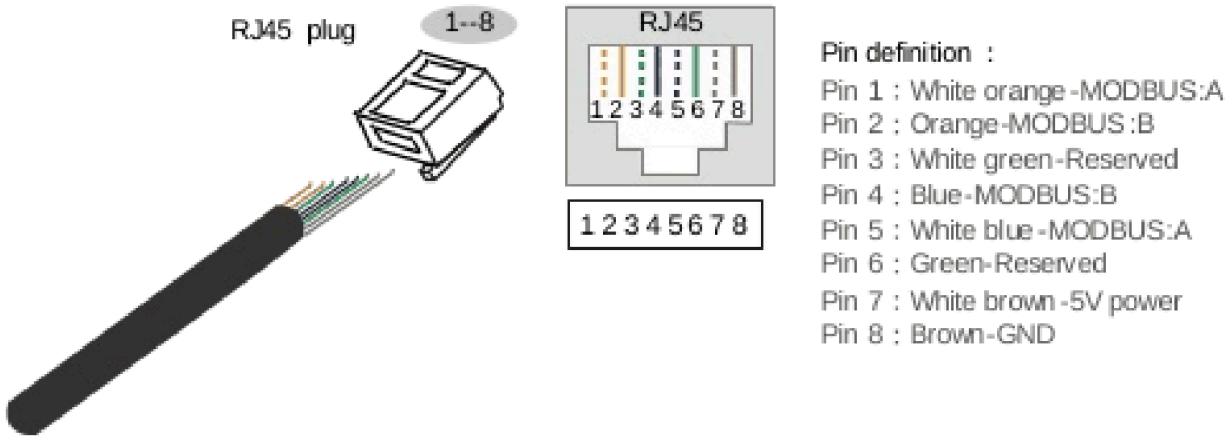

FIGURE 2-13 Pin definition of the MODBUS port
1. The MODBUS port is used for MODBUS communication, which is to communicate with upper computer. The MODBUS port adopts RJ45 plug. The pin definition of the MODBUS port is shown in Figure 2-13